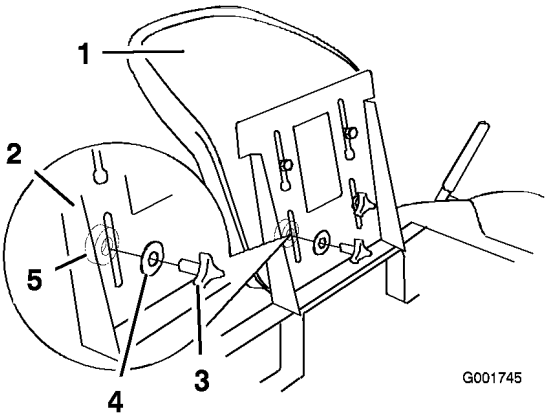

Figure 5
4. Fixez le siège à son support avec les entretoises, les rondelles plates (5/16 pouce) et les boutons (Figure 5).
Important: **Les entretoises doivent être placées entre le siège et le support, et les boutons doivent traverser les rondelles, le support du siège, les entretoises et se fixer dans le siège (Figure 5).**